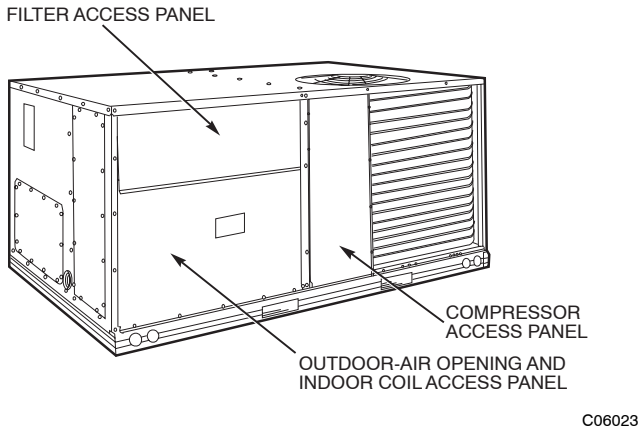

Fig. 7 - Typical Access Panel Locations
The outdoor hood components are shipped in a box located in the unit return air compartment behind the outdoor-air opening access panel (or economizer). Access is through the filter access panel. See Fig. 7.
4. Replace filter access panel. See Fig. 7.